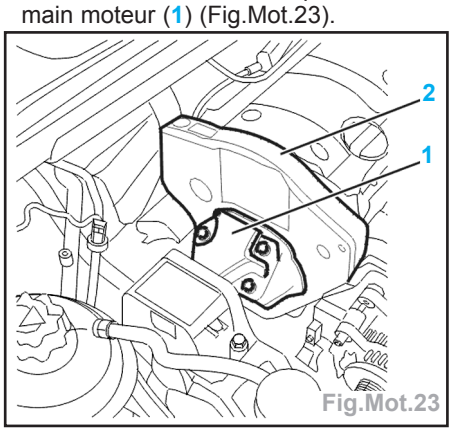

Fig.Mot.23
- Écarter le faisceau électrique fixé sur la main moteur (1) (Fig.Mot.23).